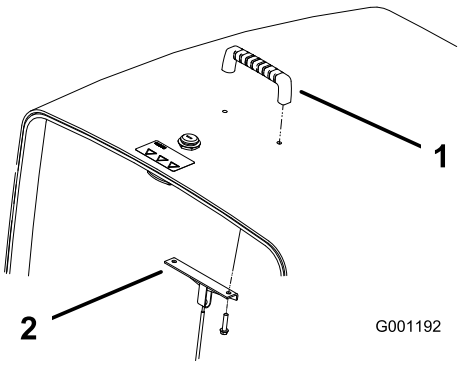

Figur 5
2. Monter håndtaket og kabelbraketten på panseret med to skruer (Figur 5).